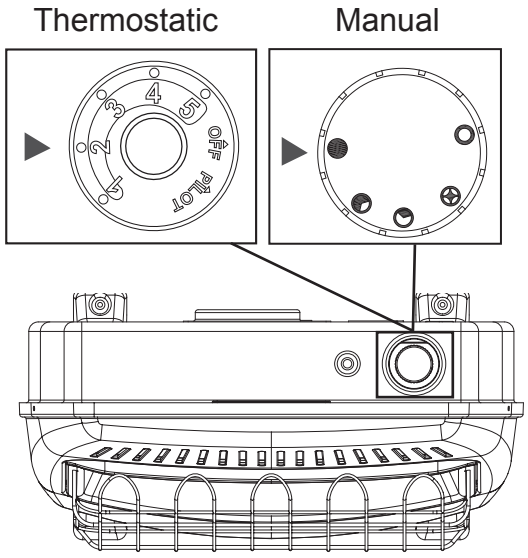

Fig. 25 - Control Knob Position
The thermostat used on this heater senses the room temperature. At times the room may exceed the set temperature. If so, the burner will shut off. The burner will cycle back on when room temperature drops below the set temperature. The control knob can be set to any comfort level between "HIGH" (5) and "LOW"(1) (See Fig. 25).
Manual valves remain burning in the desired setting until manually turned to OFF "◯"(See Fig. 25).